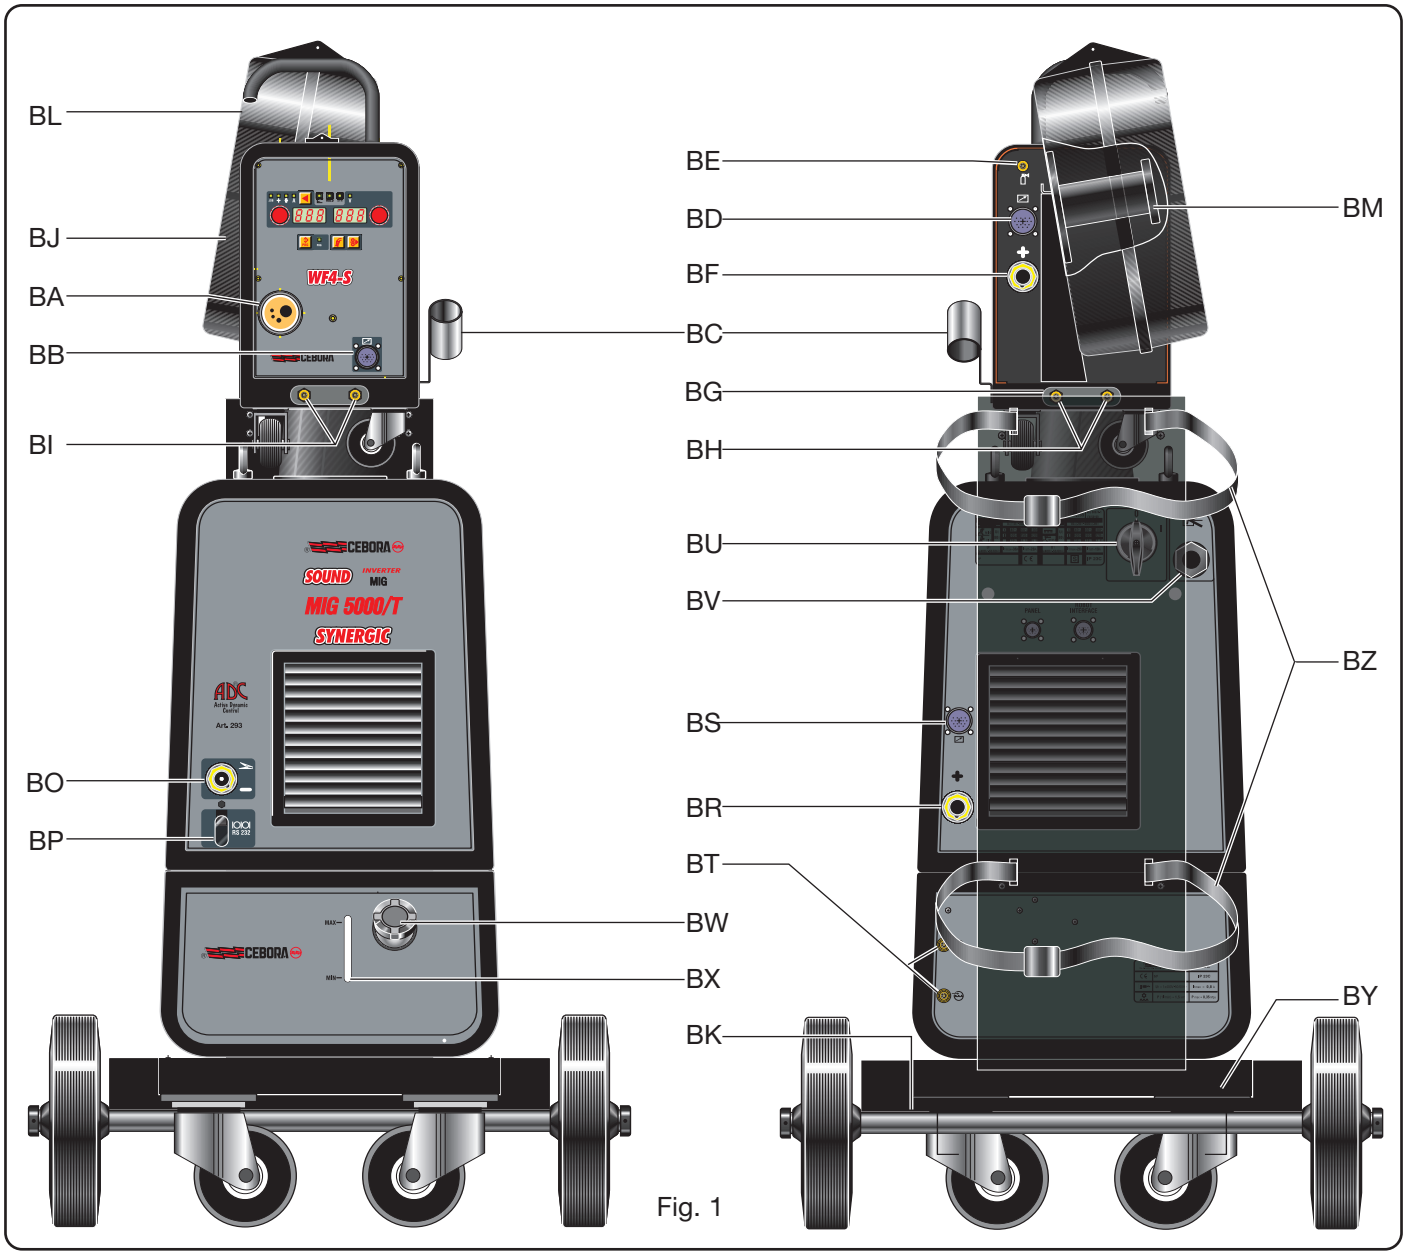

Fig. 1
2.1.2 Description du générateur (Fig. 1)
2.2.1 Description du dévidoir (Fig. 1)
2.3.3 DESCRIPTION DU GROUPE DE REFROIDISSEMENT (Fig. 1)
2.4 CHARIOT DE TRANSPORT (Fig. 1)